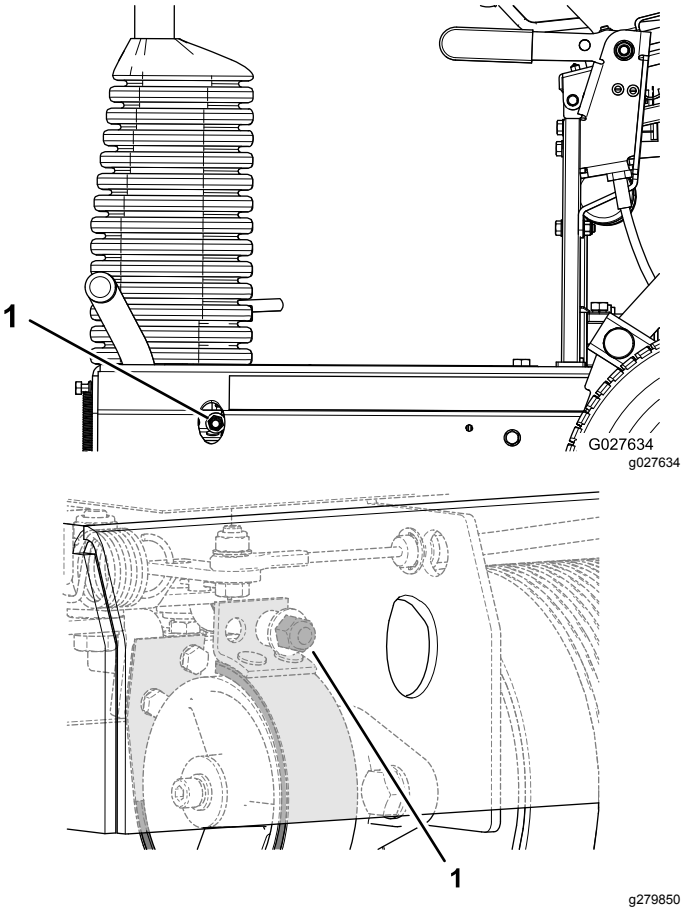

Figura 34
- Per aumentare la forza frenante, ruotate il dado di bloccaggio del freno in senso orario (Figura 34).
- Per ridurre la forza frenante, ruotate il dado di bloccaggio del freno in senso antiorario (Figura 34).